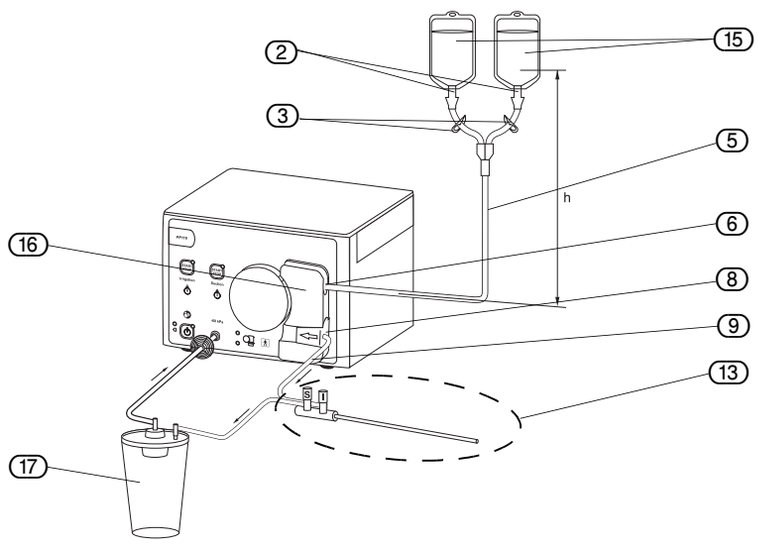

Afb. 5-7 Plaatsen van de zuig-/spoelset
menten van de zuig-/spoelslangset" en Afb. 5-7 "Plaatsen van de zuig-/spoelset".
▶ Let er bij het plaatsen van de rolslang op dat het membraan van de drukkamer niet beschadigd raakt. De drukkamer (8) mag alleen in drukloze toestand worden geplaatst.
▶ Schuif de drukloze drukkamer (8) voorzichtig in de rechter uitsparing van de slanghouder (16) tot aan de aanslag.
▶ Leg de rolslang (7) om het rolwiel.
▶ Verbind de zuigslang met de zuigbak (17) (zie Afb. 5-7 "Plaatsen van de zuig-/spoelset").